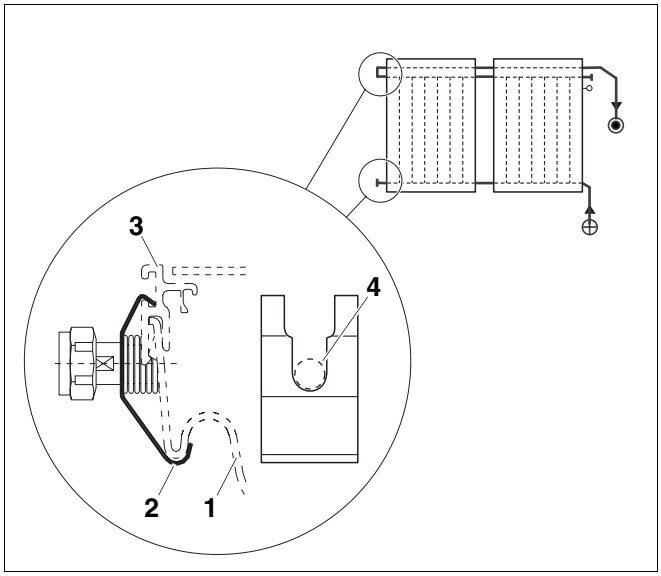

Afb. 66 Beveiligingsplaten monteren
- Plaats de onderzijde van de beveiligingsplaat (afb. 66, **pos. 2**) in de collectorkuip onder de aansluiting (afb. 66, **pos. 4**).
- Druk de beveiligingsplaat (afb. 66, **pos. 2**) bovenaan tegen de kader (afb. 66, **pos. 3**), tot ze in het kaderprofiel vastklikt.